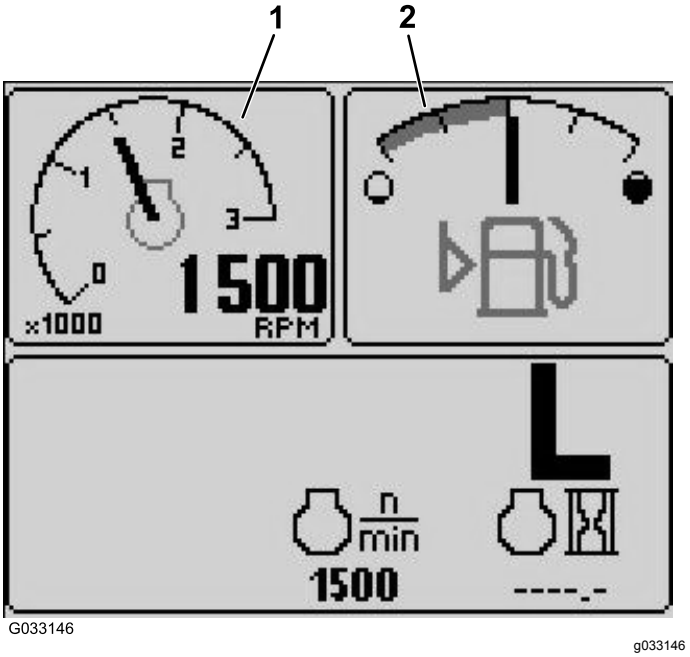

**Figur 16**
- Omdrejningstæller – øverste venstre skærm Figur 16
- Indikator for brændstofstand – øverste højre skærm (Figur 16)
Denne visning angiver, hvor meget brændstof der er i tanken (Figur 16).
Denne visning angiver motorens driftshastighed i o/min (Figur 16).